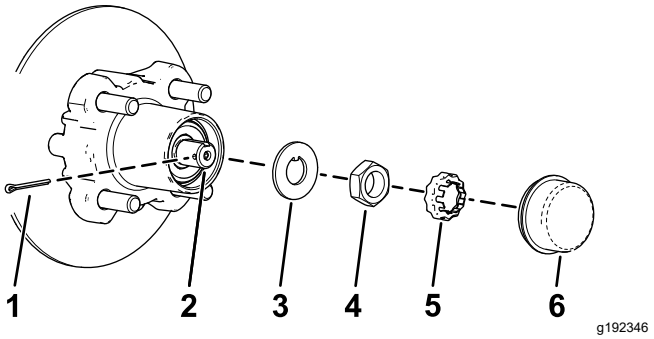
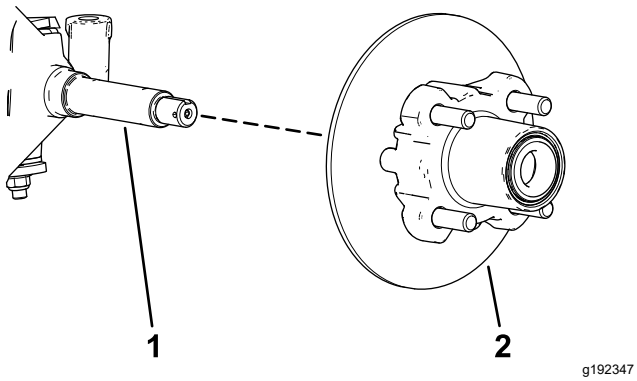

Figur 32
Figur 33
4. Ta av dammkåpan från navet (Figur 32).
5. Ta bort saxpinnen och mutterhållaren från spindeln och spindelmuttern (Figur 32).
6. Avlägsna spindelmuttern från spindeln och skilj sedan navet och rotorn från spindeln (Figur 32 och Figur 33).